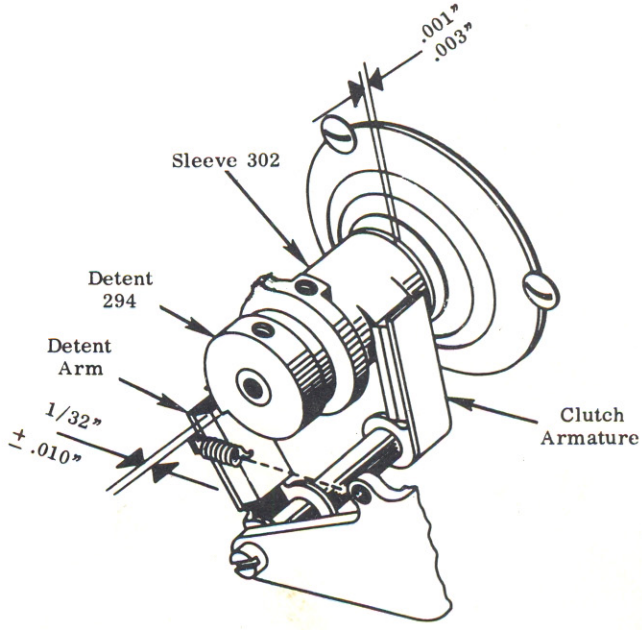

Figure 16 Clutch Adjustment
3. Position the ~~clutch collar~~ detent (294) on the clutch shaft so that when the latch point of the sleeve just engages the armature tip, the latch point of the detent cam is 1/32" short of latching on tip of detent arm. In making this adjustment, the clutch sleeve and its collar should have their normal free relationship with each other. (See Figure 16)